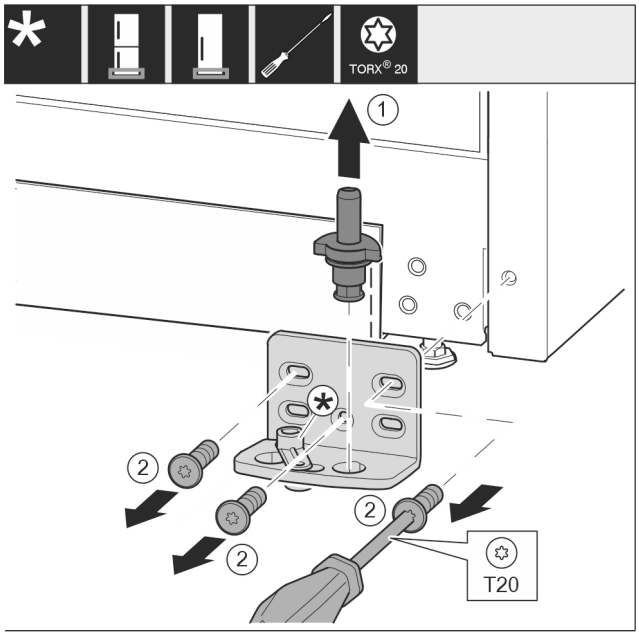

Fig. 22
- ▶ Τραβήξτε έξω ολόκληρο τον πείρο προς τα επάνω. *Fig. 22 (1)*
- ▶ Ξεβιδώστε τις βίδες με κατσαβίδι T20 και αφαιρέστε το στήριγμα. *Fig. 22 (2)*